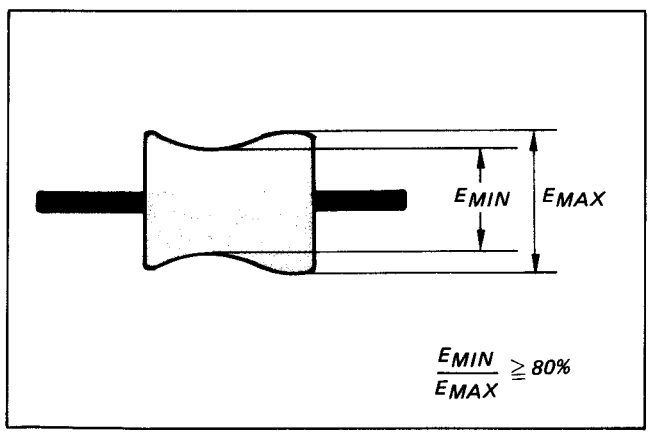

Fig. 2-65
2) Confirm that the minimum value of the amplitude (EMIN) exceeds 80% of the maximum value (EMAX) (See Fig. 2-65).